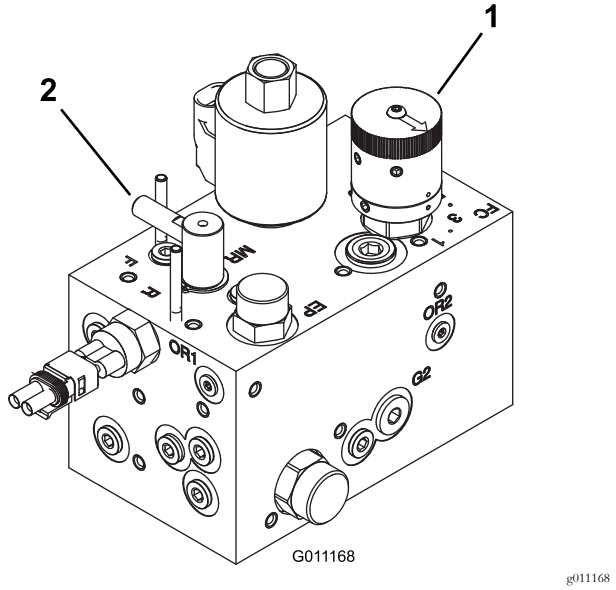

Rysunek 77
3. Przełącznik kierunku obrotów wrzecion przestaw w pozycję R (ostrzenie). Przełącznik regulacji obrotów wrzecion przestaw w pozycję 1 (Rysunek 77).